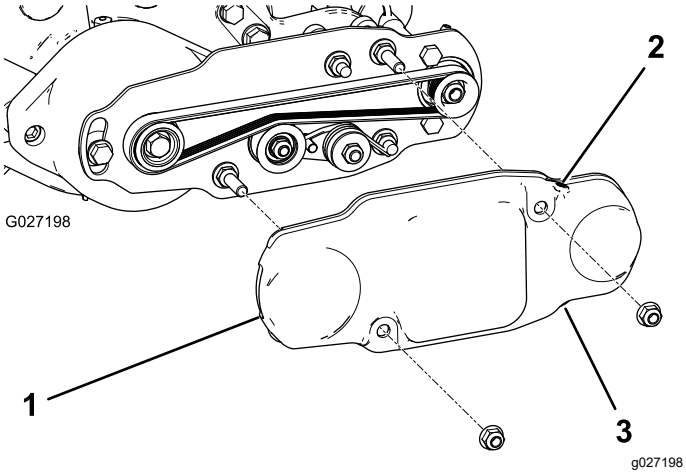

Figure 19
2. Slide the belt cover onto the mounting bolts and secure the cover with 2 flange nuts (Figure 19).